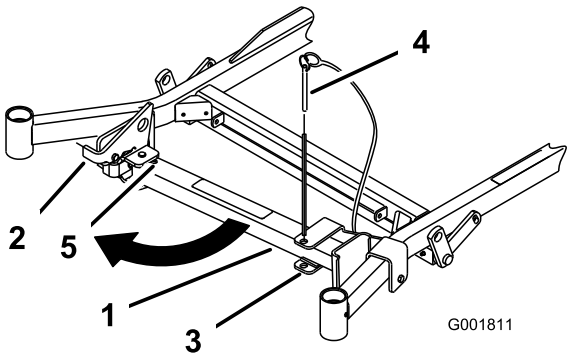
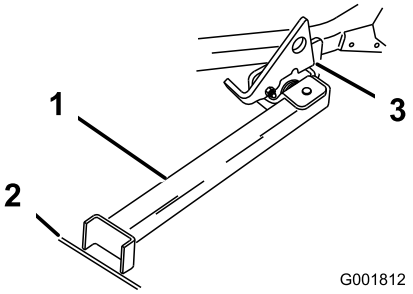

Figur 26
Figur 27
2. Fjern beslagpinden (Figur 26).
3. Hæv klinken. Sving standens fod ud fortil, og skub standen mod maskinen, ind nederst i rillen (Figur 26 og Figur 27).
4. Placer standen fod på jorden, og lad klinken hvile på drejetappen (Figur 27).
Bemærk: Det bedste resultat opnås, hvis standens fod placeres i en revne i fortovet eller i plænen (Figur 27).
6. Kør op på standen. Stands, når klinken falder over tappen i låst position (Figur 27). Aktiver parkeringsbremsen, og sluk motoren, når maskinen er oppe på standen.
5. Sæt den tilbage til hvileposition (Figur 26).